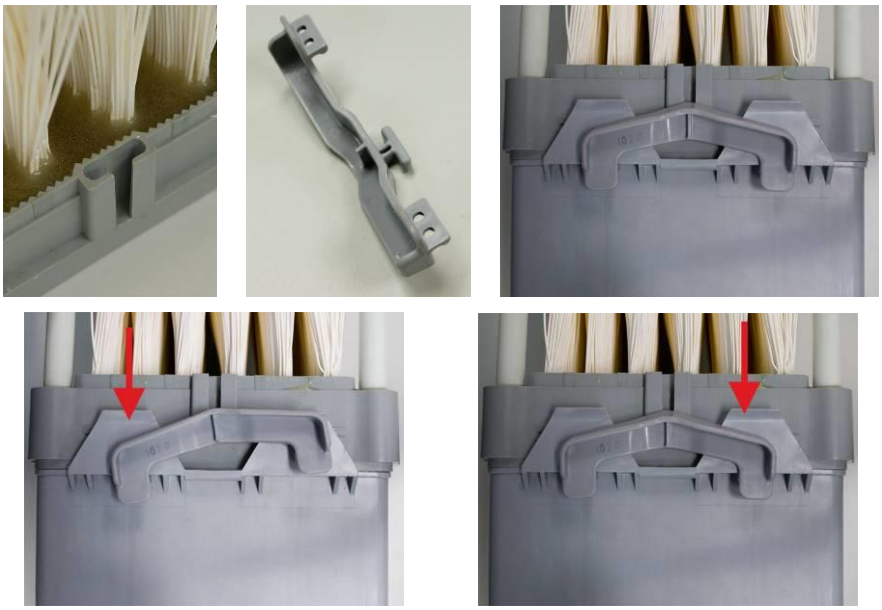

Figura 8: **In alto a sinistra:** La fessura alla base del modulo.
- Agganciare le estremità della fascetta di supporto della scatola di distribuzione aria sotto i moduli membrane sotto le alette modellate della scatola di distribuzione aria MemPulse sotto i moduli membrane. (Vedere Figura 8).